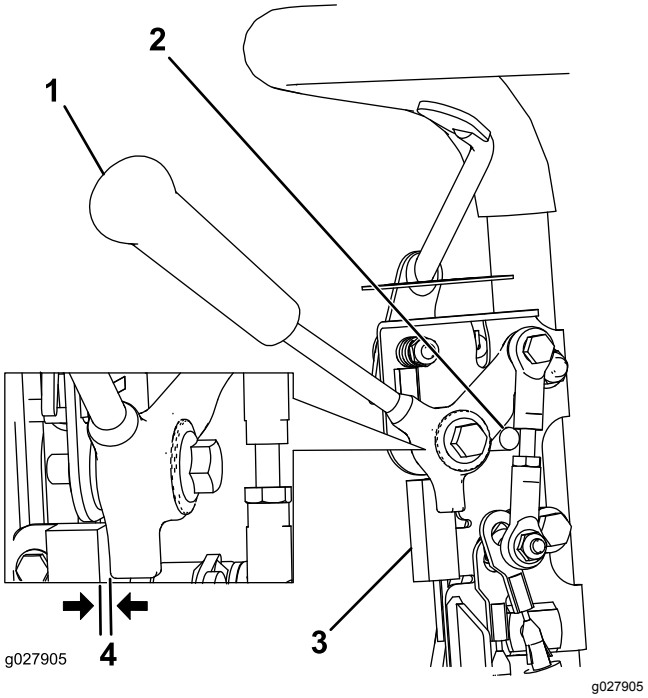

Figur 36
1. Se till att motorn är avstängd och att hjuldrivningsspaken är urkopplad och vilar mot neutralstoppet (Figur 36).
2. Lossa fästelementen på säkerhetsbrytaren (Figur 36).
3. Placera ett 0,8 mm tjockt mellanlägg mellan hjuldrivningsspaken och säkerhetsbrytaren (Figur 36).